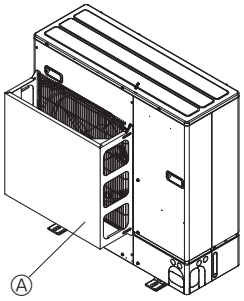

Fig. 2-4
② Installez un guide de protection d'air si l'appareil est installé à un endroit où des vents violents, en cas de typhon par exemple, risquent de souffler directement dans la sortie d'air. (Fig. 2-4)